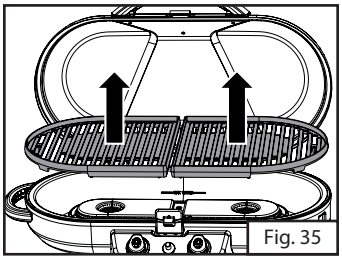
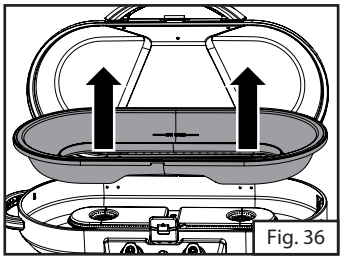

Fig. 35
Fig. 36
2. Remove the cooking grates and the water pan and set aside. (Fig. 35 and Fig. 36)